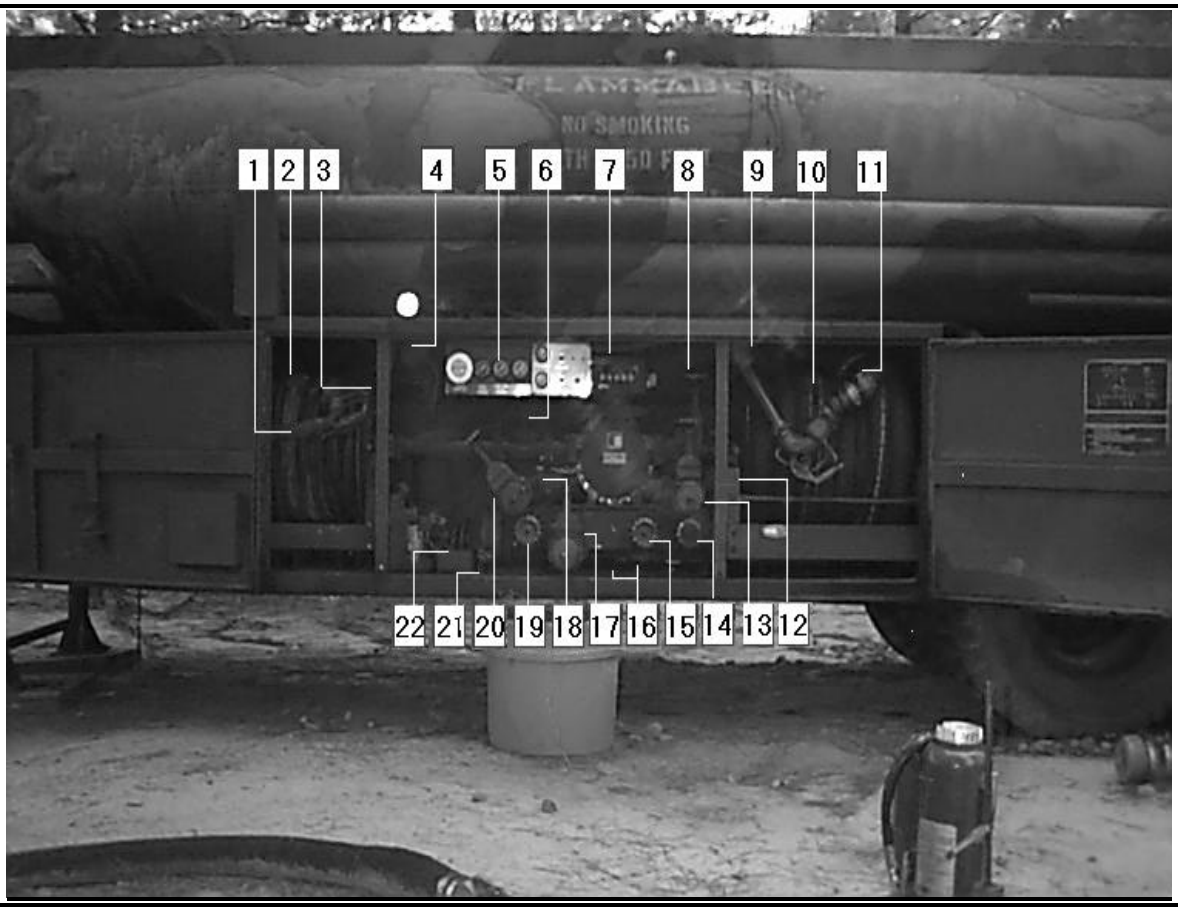
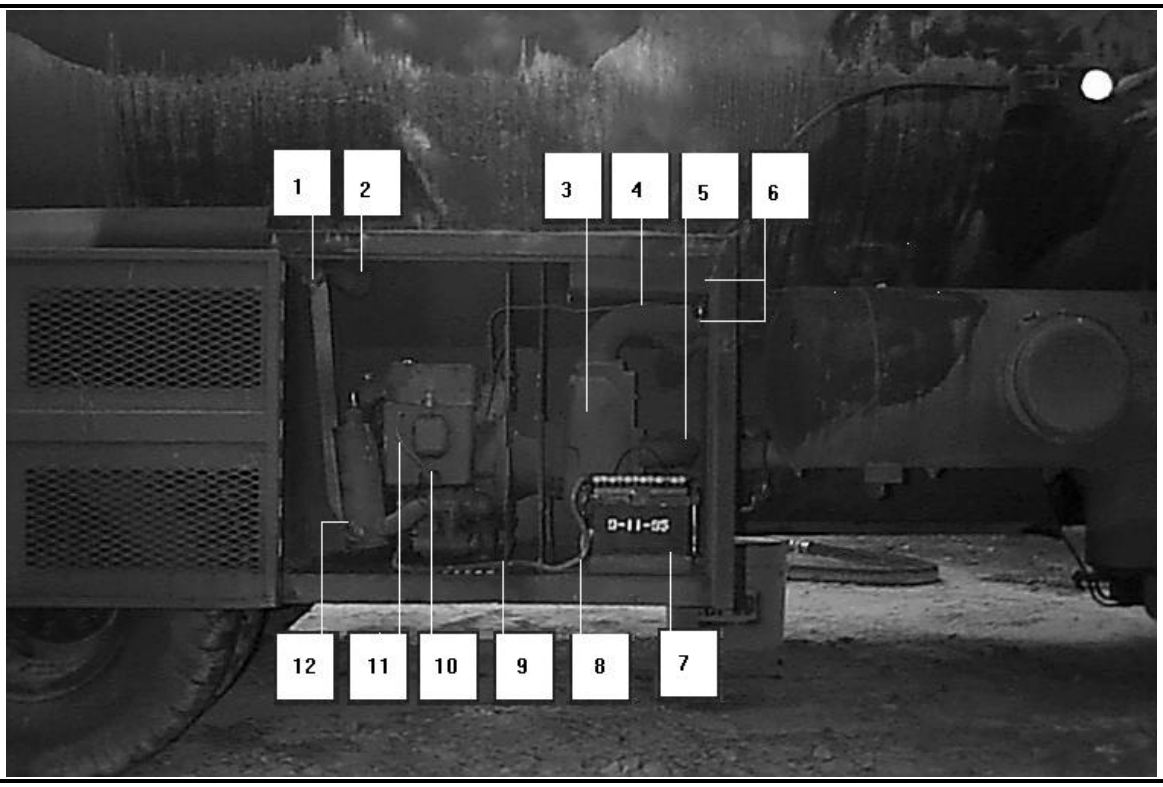

Figure 24-13. Roadside equipment cabinet of the M131A5C tank semitrailer
Figure 24-14. Curbside equipment cabinet of the M131A5C tank semitrailer
manhole covers. An equipment cabinet is mounted on each side of the tank vehicle. These cabinets hold the semitrailer discharge and loading system. The components of this system located in the roadside equipment cabinet are shown in Figure 24-13, page 24-12. Figure 24-14, page 24-13, shows the system components located in the curbside equipment cabinet. A hose compartment is mounted on the tank body above the roadside equipment cabinet as shown in Figure 24-10, page 24-11. The hose compartment is horizontally divided into three tubes which house three 15-foot lengths of suction hose and gage stick.
- Auxiliary engine and pump assembly**.** The auxiliary engine and pump assembly is located in the curbside cabinet as shown in Figure 24-14, page 24-13. It is used to pump product into or out of the compartments. The assembly has a two-cylinder, four-cycle, horizontally opposed, air-cooled engine and a self-priming, 225-GPM centrifugal pump. The pump is connected directly to the engine through a shaft mounted on a bearing. The engine and pump are separated by a fire wall.